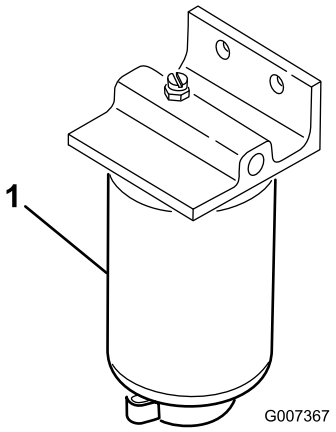

Figur 46
1. Placera en ren behållare under bränslefiltret (Figur 46).
2. Rengör området där filterskålen ska monteras (Figur 46).